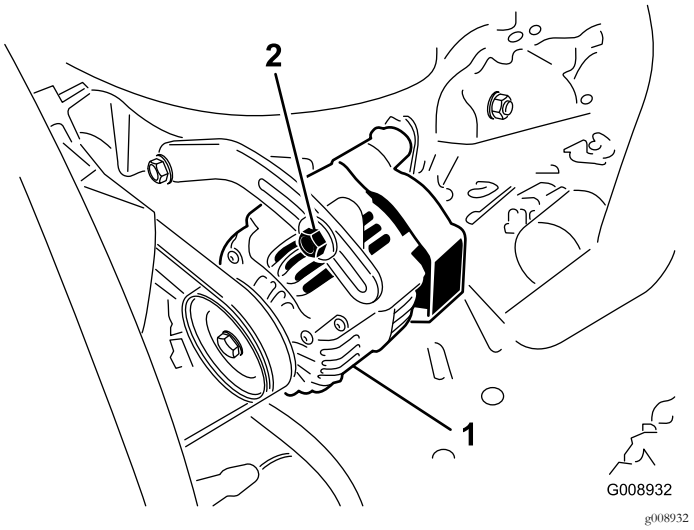

Figur 50
2. Hvis afbøjningen ikke er 10 mm, skal generatorens monteringsbolte løsnes (Figur 50).